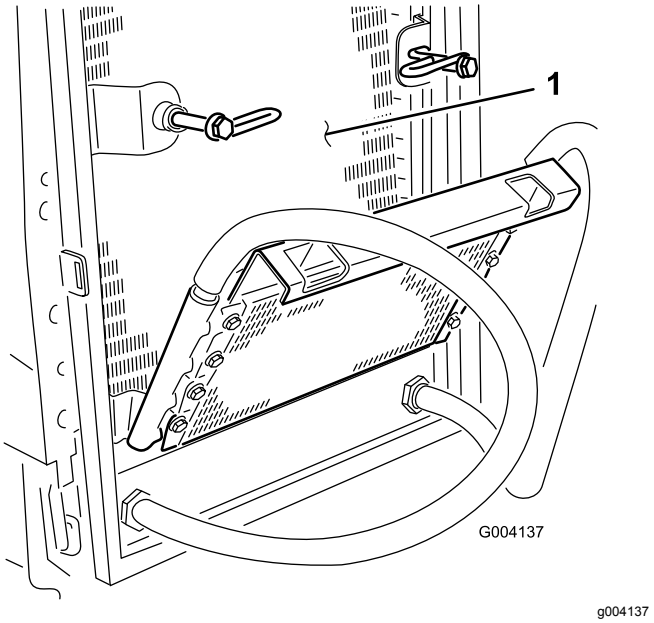

Figuur 59
6. Reinig beide zijden van de oliekoeler en de radiateur grondig Figuur 59) met perslucht.